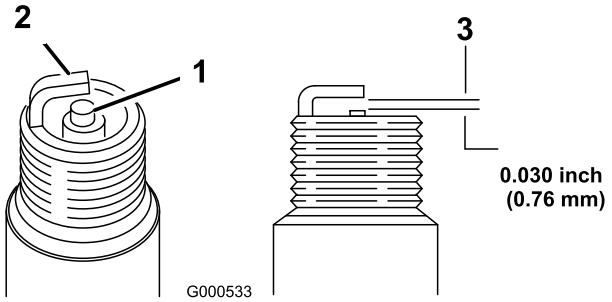

Figure 23
5. Réglez l'écartement des électrodes à 0,76 mm (Figure 23).